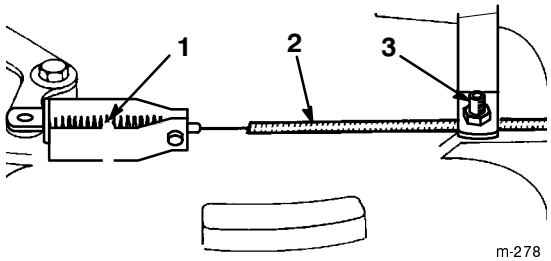

Figure 38
3. Loosen the cable clamp screw until the brake cable conduit slides (Fig. 38).